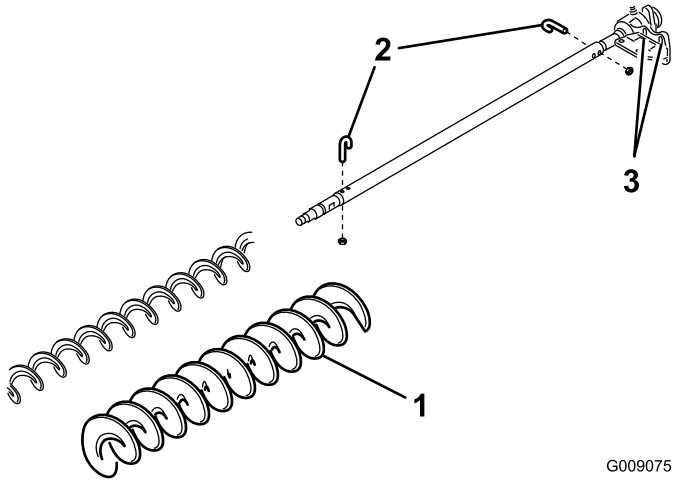

Figur 22
3. Fjern de 2 J-bolte og møtrikker (Figur 22).
4. Skub den eksisterende børste af børsteakslen (Figur 22).
5. Løsn de 2 bolte, spændeskiver og møtrikker, der fastgør drivlejehuset til lejehusets monteringsbeslag (Figur 22).
6. Skub børsten til høj klippehøjde op på børsteakslen (Figur 22).
7. Spænd børsten på akslen med de 2 J-bolte og møtrikker, du fjernede tidligere (Figur 22).